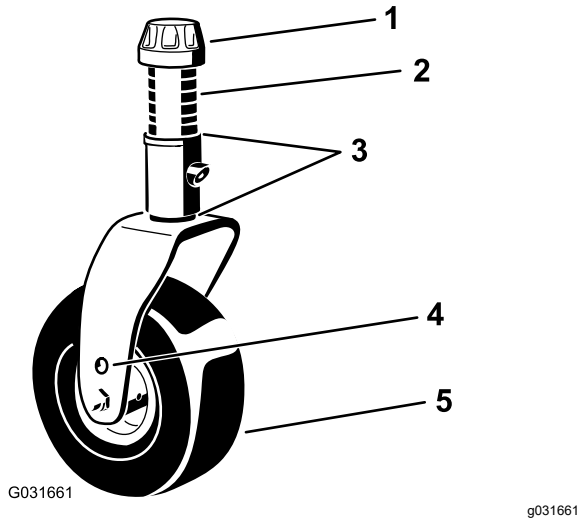
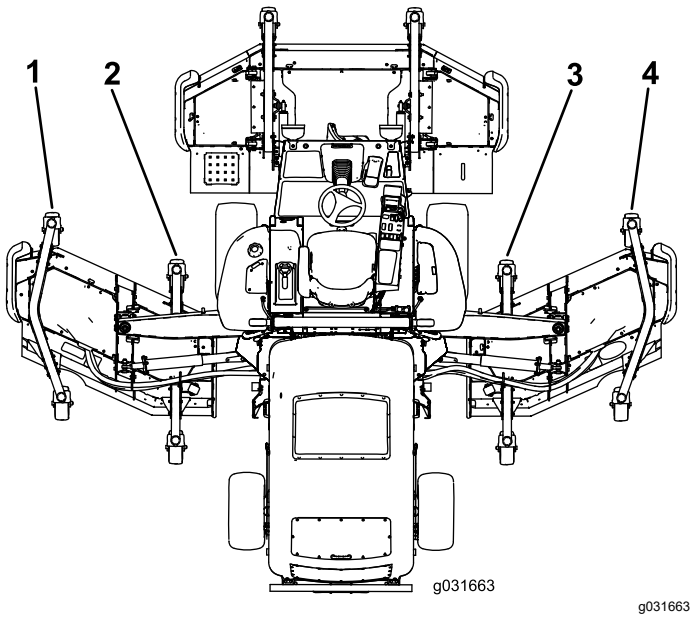

Figuur 28
Figuur 29
5. Als de binnenste rand van het zijmaaidek te hoog is ten opzichte van de buitenste rand van de voorste maai-eenheid, moet u 1 opvulstuk verwijderen uit het onderste deel van de voorste binnenste zwenkwielarm op het zijmaaidek (Figuur 28 en Figuur 29).
6. Als de binnenste rand nog steeds te hoog is, moet u nog een opvulstuk verwijderen uit het onderste deel van de voorste binnenste zwenkwielarm van het zijmaaidek en 1 opvulstuk uit de voorste buitenste zwenkwielarm van het zijmaaidek (Figuur 28 en Figuur 29).
7. Als de binnenste rand van het zijmaaidek te laag is ten opzichte van de buitenste rand van de voorste maai-eenheid, moet u 1 opvulstuk toevoegen aan het onderste deel van de voorste binnenste zwenkwielarm op het zijmaaidek (Figuur 28 en Figuur 29).